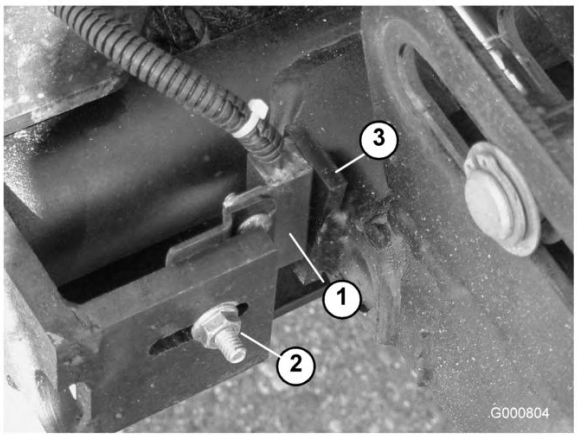

Bild 77
- Lösen Sie die Schlossschraubenmutter, mit der die Hubarm-Schalterhalterung an den Hubarmen Nr. 4, Nr. 6 und Nr. 7 befestigt ist (Bild 77). Bild zeigt Nr. 4.